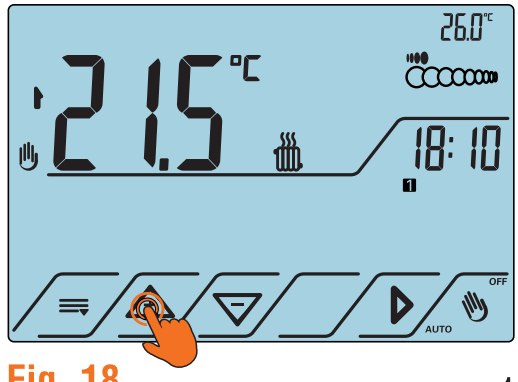

Fig. 18
3. Premere tasti ⊕ o ⊖ per modificare il valore di temperatura impostata. L'intervallo di regolazione va da +2°C a +35°C, con incrementi di 0,1°C (Fig.18). La pressione prolungata su un tasto consente di aumentare la velocità di regolazione.